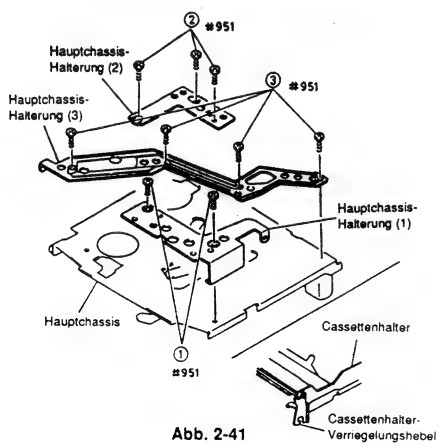

Abb. 2-41
1) Zwei (2) Befestigungsschrauben der Hauptchassis-Halterung (1) entfernen (siehe Abb. 2-41).
2) Drei (3) Befestigungsschrauben der Hauptchassis-Halterung (2) entfernen.
3) Vier (4) Befestigungsschrauben der Hauptchassis-Halterung (3) entfernen.